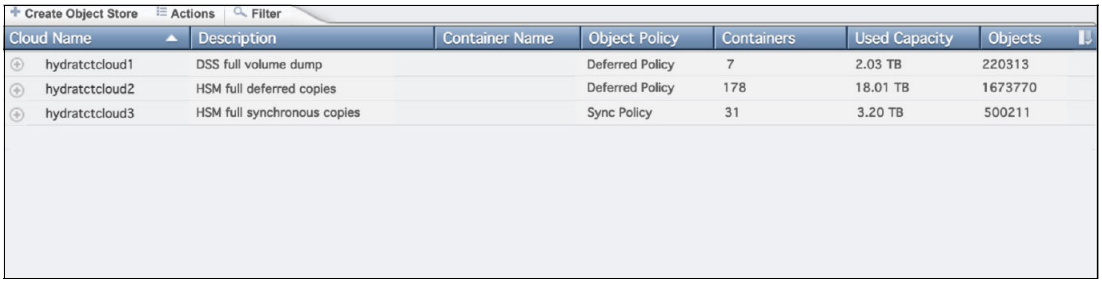

Figure 9-58 Object Store Page
The object store page is used to add cloud names to the TS7700 grid. These cloud names are used as object store targets for TCT. Each cloud name can be assigned to an object policy. The object store page also lists the containers that are created by the z/OS host application. Figure 9-58 shows the Object store page.
1. Click **Create Object Store** (see Figure 9-58).